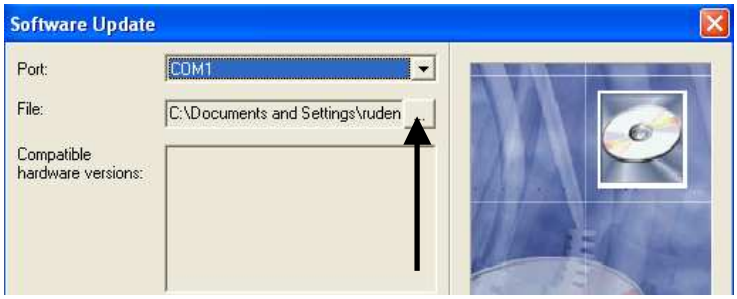

Figure 7.2. File opening
e) Select the file with new firmware version. Make a left click on the firmware key, shown in Figure 7.2. A usual Windows dialog box for file selecting will appear, select the required file there and click **OK**.